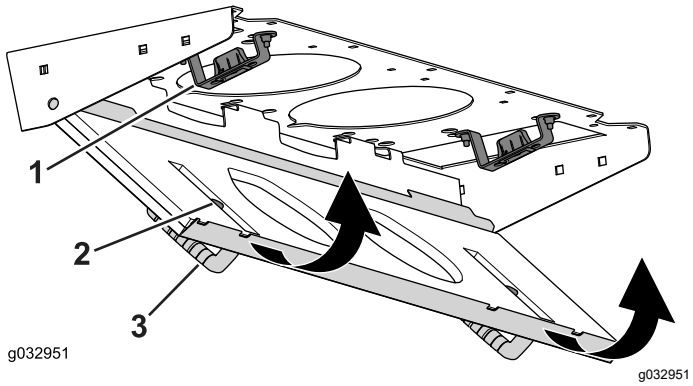

Figura 84
4. Gire la rejilla del filtro sobre las pestañas hasta que el cierre se enganche en el soporte (Figura 84).